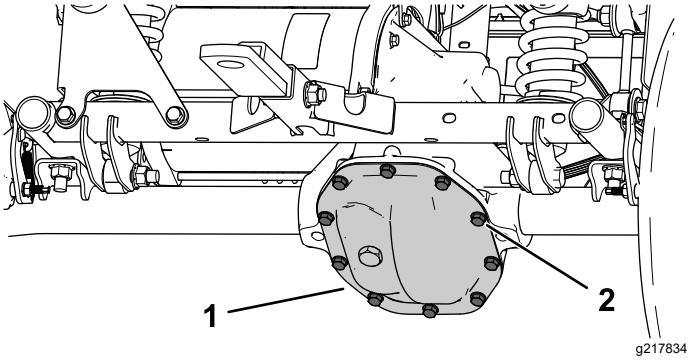

Figur 50
1. Placera ett avtappningskärl under växellådsskyddet (Figur 50).
2. Ta bort skruvarna från växellådsskyddet och töm ut vätskan helt (Figur 50).